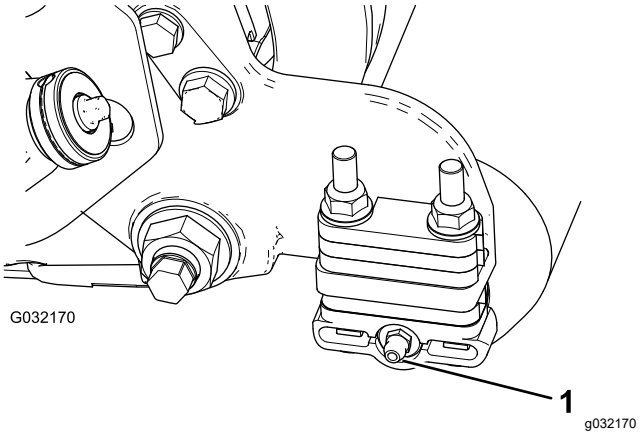

図 5
2. グリスフィッティング90度を後ろ向きに取り付ける図 5。